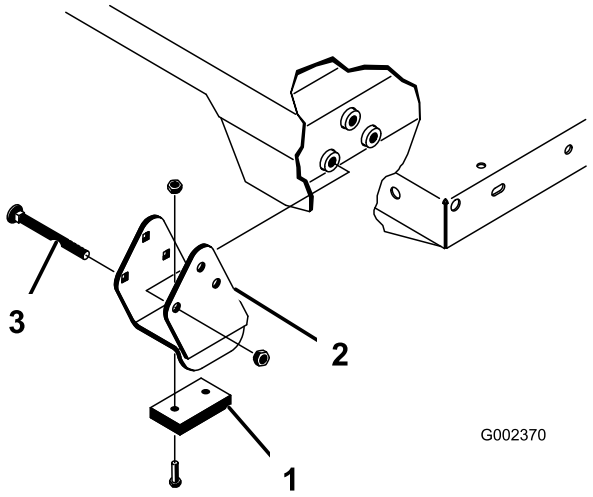

**Figur 35**
**Bemærk:** Sørg for, at afstandsbøsningens beslag og slidblokkene (Figur 35) er monteret med bræddeboltenes hoveder placeret inden i maskinen.
2. Anbring forsigtigt ladet på maskinstellet, anbring hullerne i ladets bageste drejeplade på linje med hullerne i den bageste stelkanal, og monter to gaffelbolte og ringstifter (Figur 35).
4. Sæt gaffelbolten på fra ladets yderside med ringstiften udad (Figur 35).